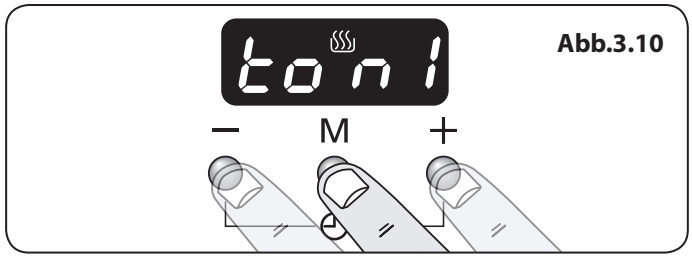

Abb.3.10
1. Drücken Sie dazu gleichzeitig die Tasten [+] und [-] und anschließend die Taste [M]. In der Anzeige wird „ton1, 2 oder 3“ angezeigt (**Abb.3.10**).